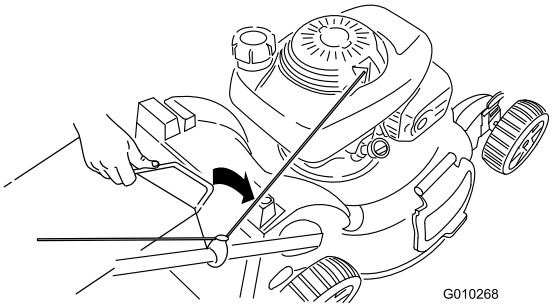

**Figur 27**
3. Sätt i gräsuppsamlarens handtag i skårorna längst upp på klipparen (Figur 27).